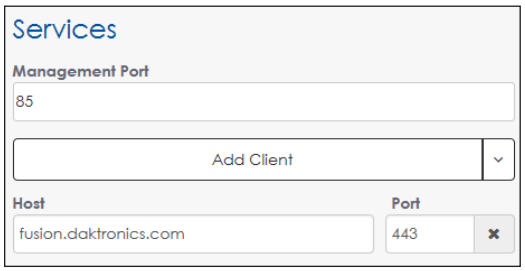

Figure 50: *Services - IDM*
- **IDM:** This option is for the Daktronics Intelligent Device Management (IDM) system, an internet-based monitoring and diagnostic system. When this is chosen, the **Host** field is **fusion.daktronics.com** and the **Port** field is **443** by default. Refer to **Figure 50**.